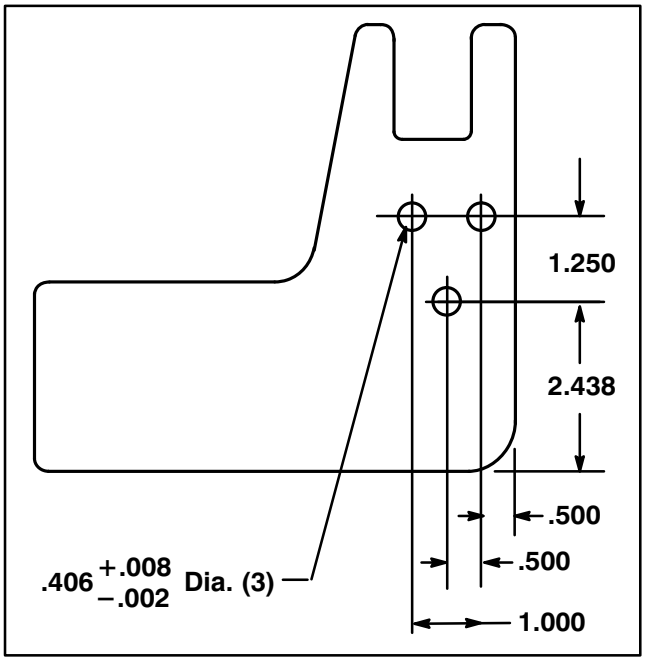

Figure 6
Note: If rear cradle mounting holes are not in lift arms, use the dimensions shown in figure 6, to locate, mark and drill the (3) .406" dia. holes required in each lift arm.
3. Slide carrier frame onto lift arms aligning mounting holes. Secure each side of carrier frame to lift arms with (3) 1/2−13 x 1−1/2" lg. capscrews. Torque capscrews to 70−80 ft−lb. (Fig. 6).